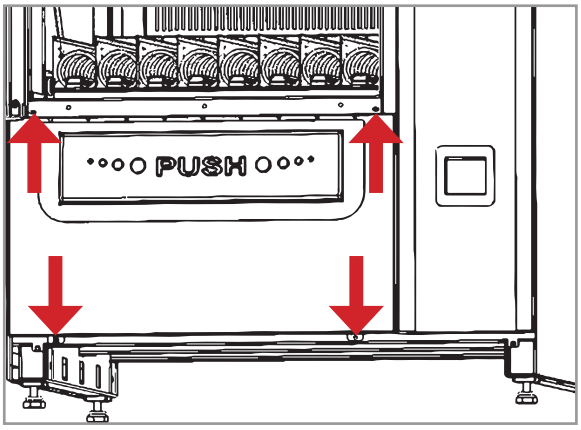

Рисунок 40 - Крепления лотка выдачи
- Открутите нижние и верхние крепёжные винты лотка выдачи (см.рис.40).